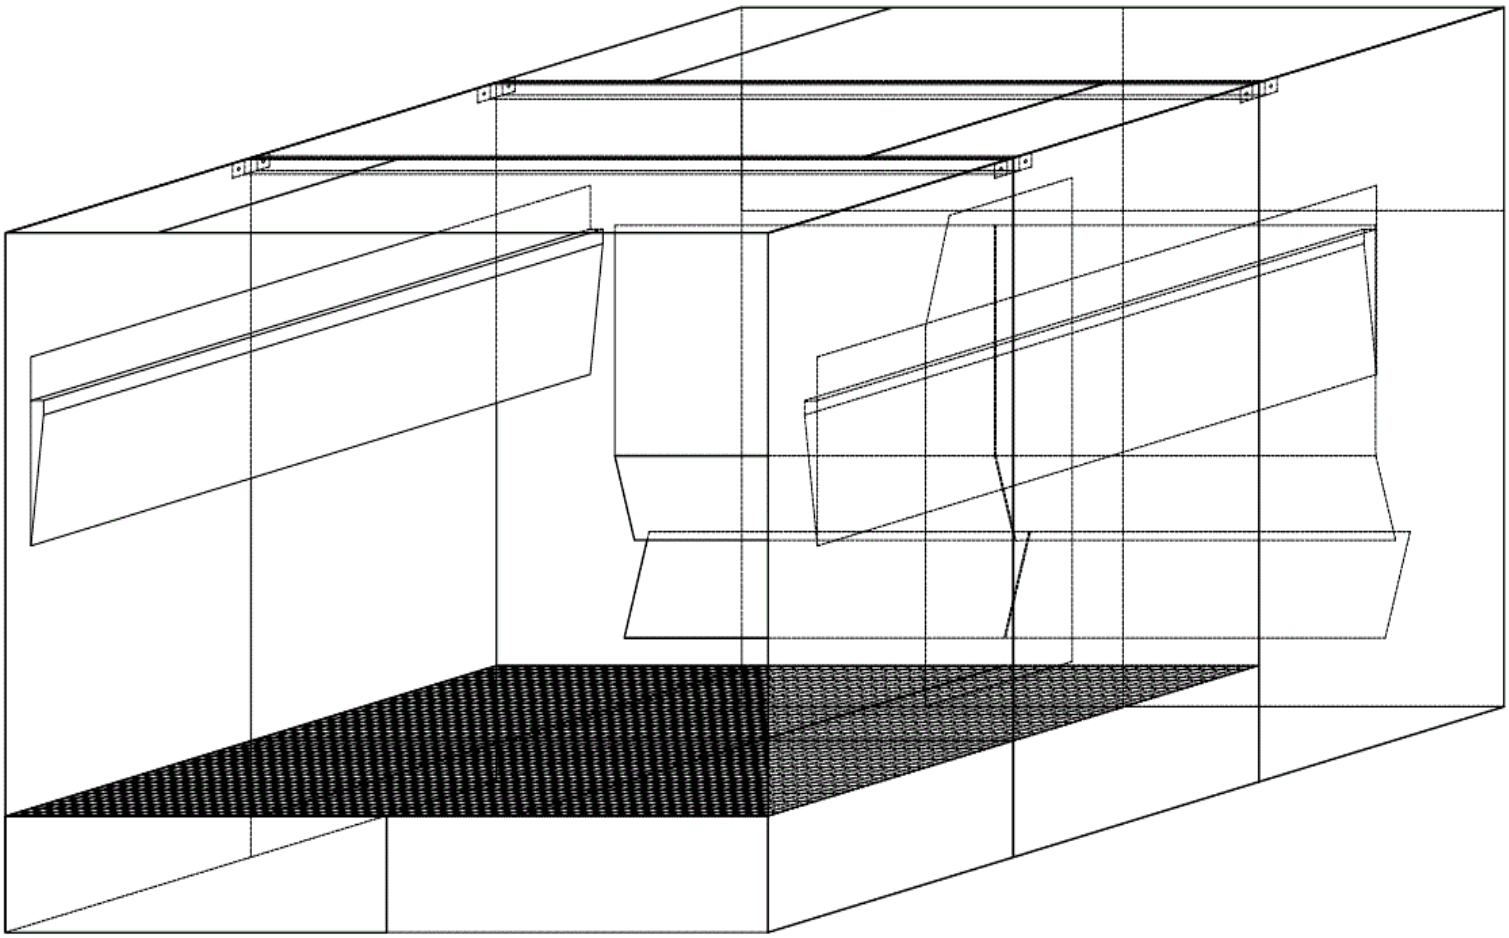

Рис.1 Покрасочная камера в сборе.
1. *Рис. 1 Вид покрасочной камеры в сборе…….3*